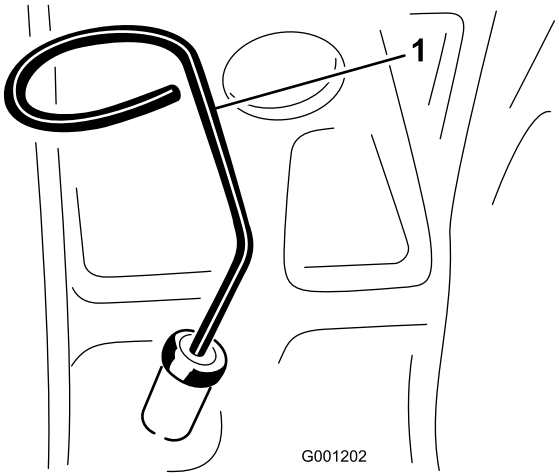

Figuur 22
3. Verwijder de peilstok uit de vulbuis (Figuur 22) en veeg deze schoon. Steek de peilstok daarna weer in de buis.